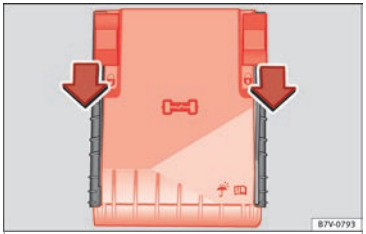

Afb. 60 In de motorruimte: deksel van de zekeringenhouder.
- Verplaats de vergrendelingslipjes naar voren, in de richting aangeduid door de pijl voor het ontgrendelen van de zekeringenhouder ››› **afb. 60**.